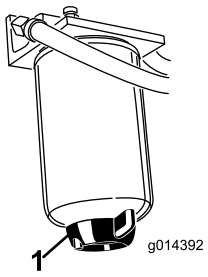

**Figur 47**
Tøm vandudskilleren for vand og andre urenheder (Figur 47) dagligt. Udskift filterdåsen for hver 400 driftstimer.
2. Løsn aftapningsproppen i bunden af filterdåsen (Figur 47).